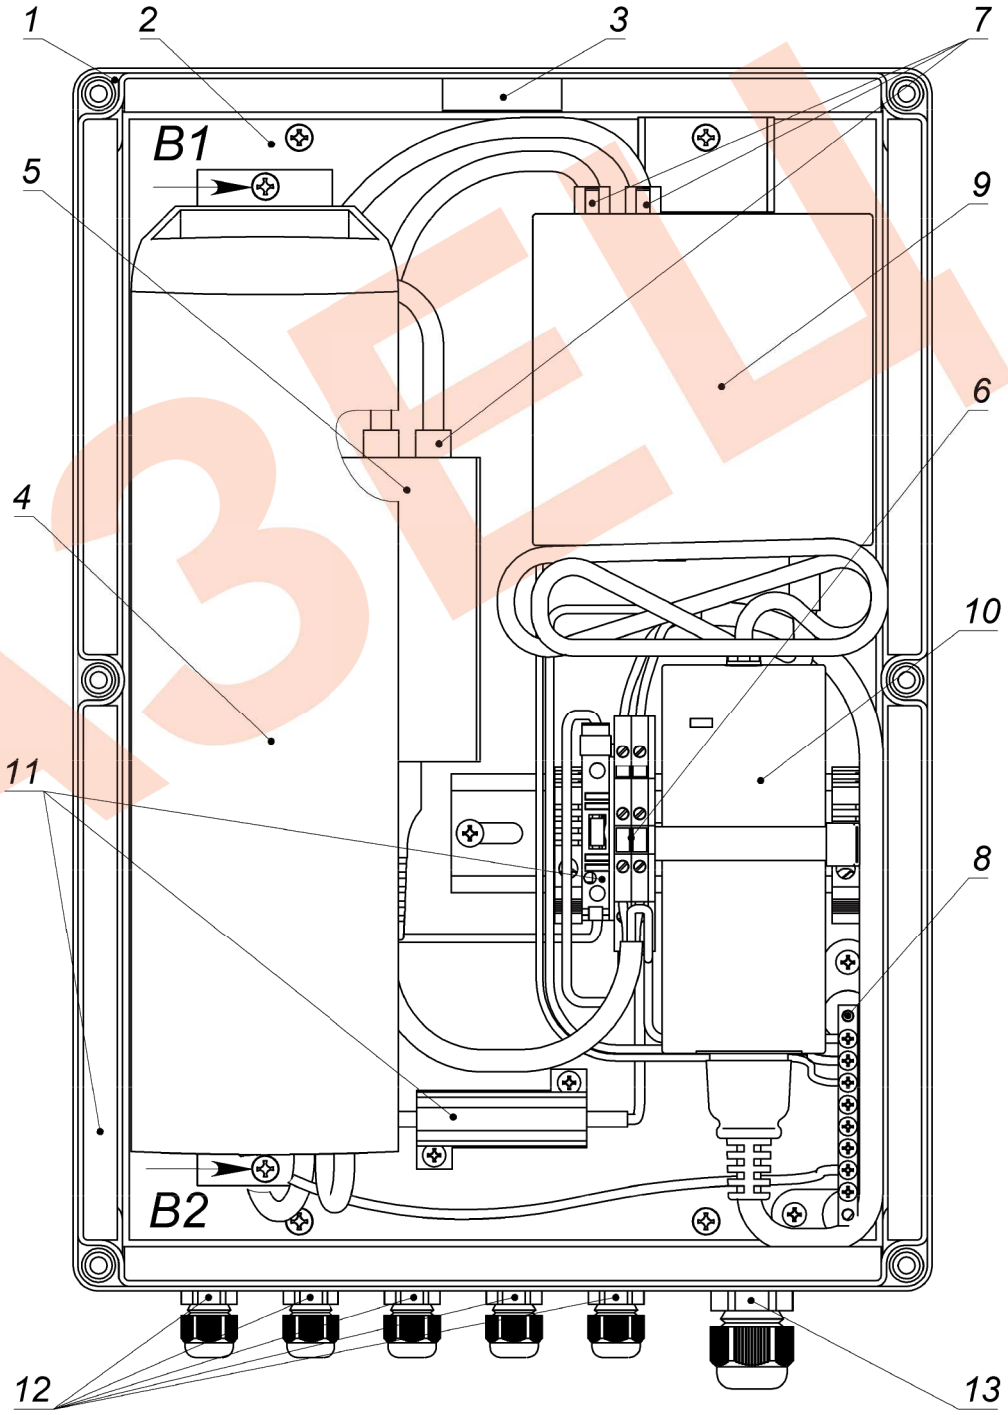

Рис.2. Устройство ВУС-1-PoE (крышка не показана)
2. При необходимости, подключить магнитоконтактный извещатель Sм (рис.2) к внешнему устройству сигнализации.
- извлечь кронштейн, с установленной на него антенной, выкрутив винты В1 и В2 (рис.2);
- на клеммы X1, при этом фазовый провод (L) соединить с контактом 1.1, а нулевой провод (N) с контактом 2.1.